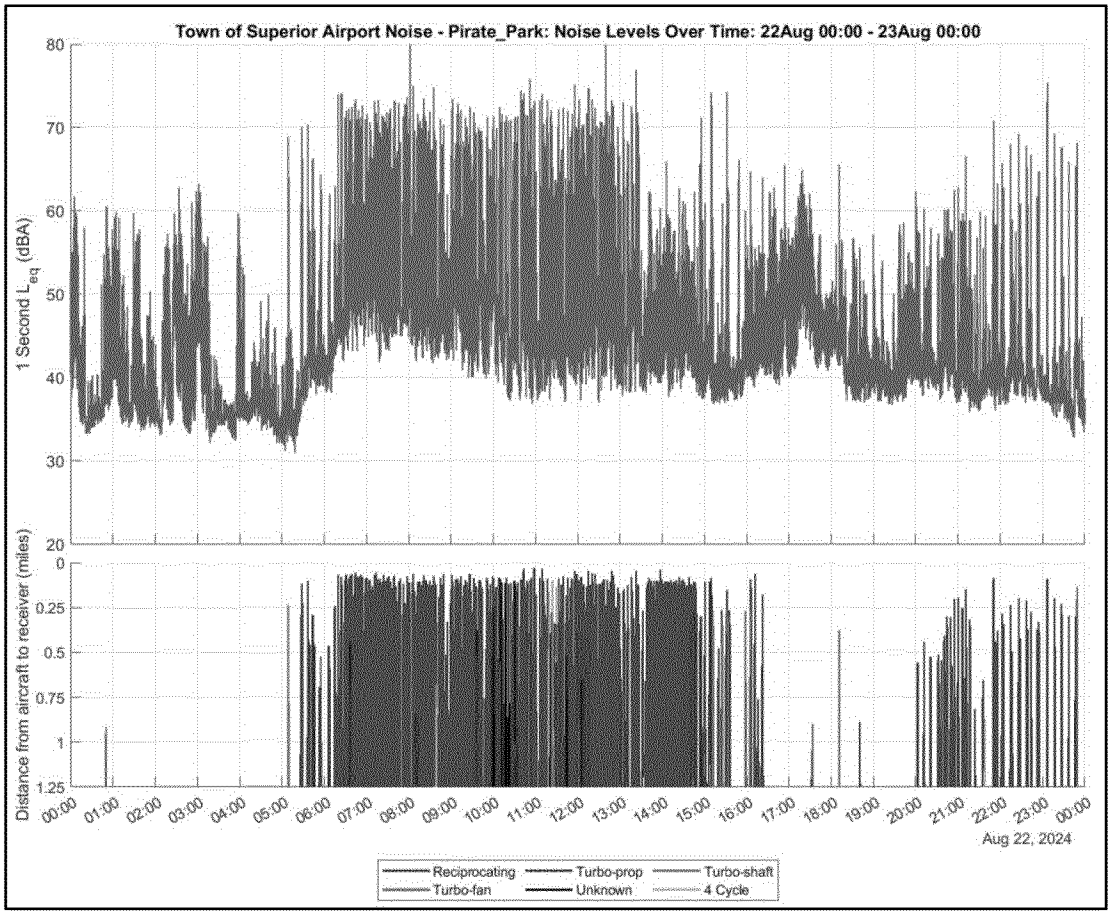

Figure 5 – Noise Levels and Aircraft Operations on Median Day (Pirate Park)
- Figure 5 shows the measured noise levels and concurrent aircraft activity for August 22, a day with total operations close to the median for the month. Maximum noise levels generated by individual aircraft operations exceeded the ambient sound level by at least the following levels for the durations noted: